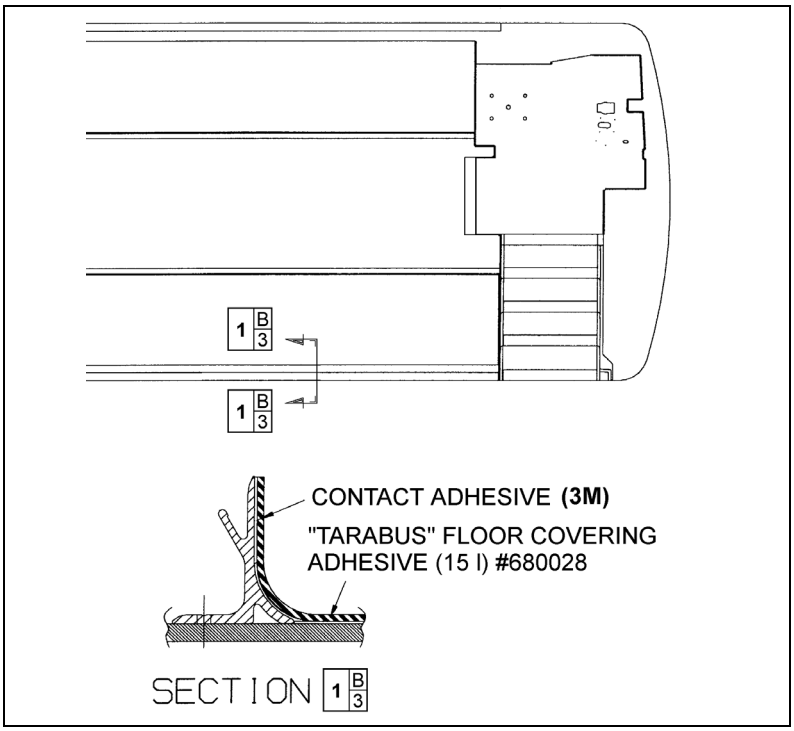

FIGURE 93: TARABUS FLOOR COVERING ADHESIVE APPLICATION 18640
8. Apply Sikaflex 221 gray sealant (680532) alongside passenger seat fixing tracks (refer to Figure 93).